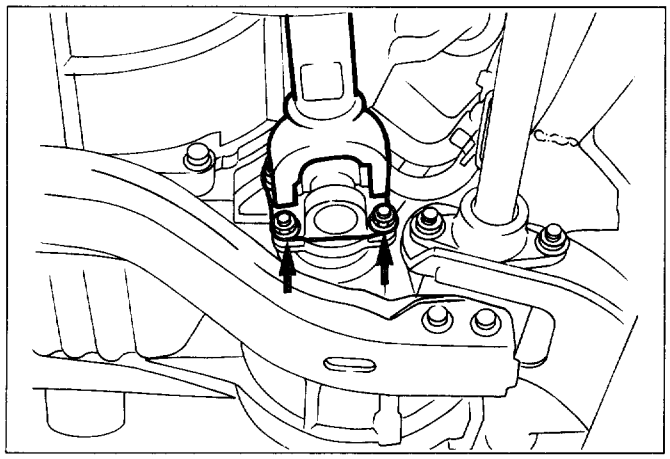

Fig. 7B-9
11. **Gear control lever (Fig. 7B-10)**